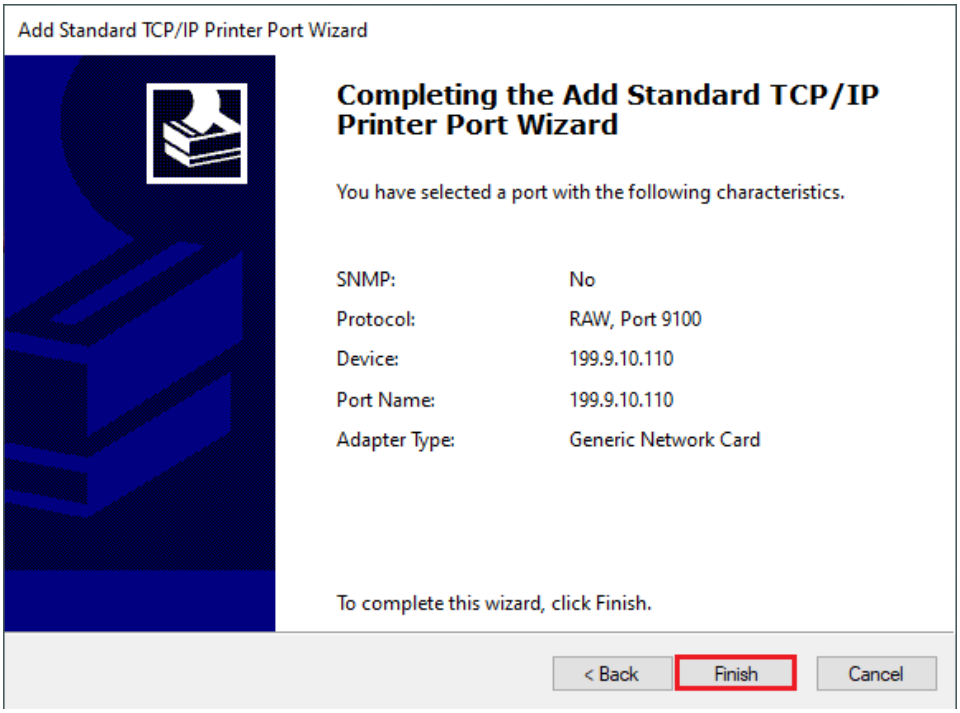

Figure 2-39 Complete adding Standard TCP/IP Printer Port
8. Windows will automatically detect the TCP/IP port. Click "Finish" to complete adding Standard TCP/IP Printer Port, as shown in Figure 2-39.